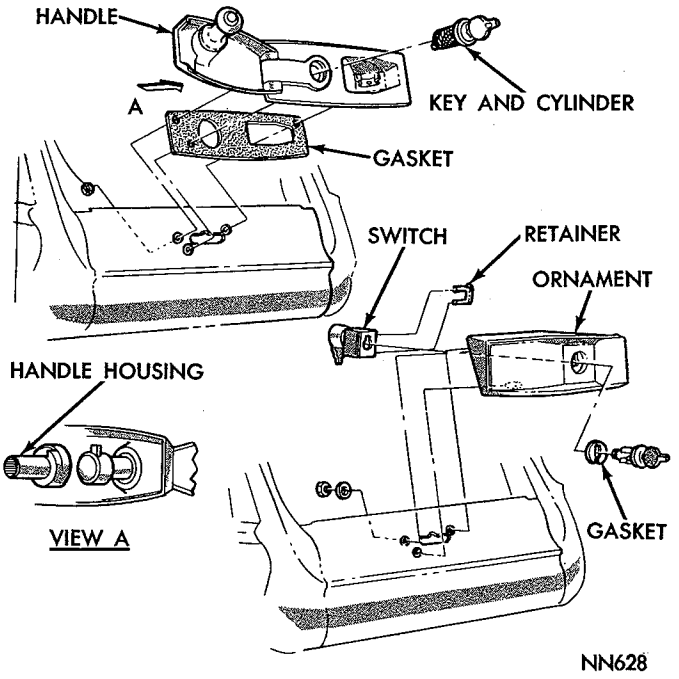

*Fig. 49—Door Lock Cylinder—Fury*
(1) With window in the up position, disconnect cylinder link (Figs. 49, 50 and 51) from clip on lock lever (4 door only) and from cylinder.
(2) On 2 door models disconnect lock link from clip on lock lever, remove link control bracket mounting screws and remove cylinder link from cylinder.
(3) Remove retainer from cylinder body and cylinder from door.